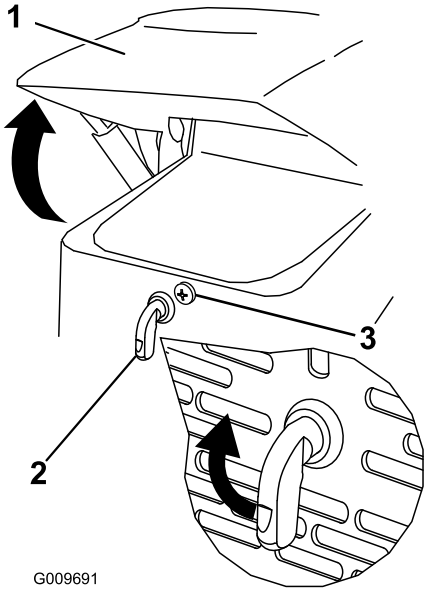

**Figur 27**
1. Lossa huvens låsskruv (Figur 27)
2. Vrid motorhuvsspärren medurs (Figur 27).
3. Sväng upp huven (Figur 27).
3. Dra åt huvens låsskruv och fäst spärren (Figur 27).